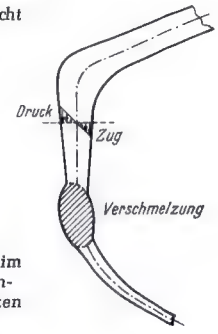

Bild 3. Kolbenecke im Schnitt; Glasvorspannungen im luftgefüllten Zustand
4. In der Zeile oberhalb von Bild 3 muß es heißen:
Wie auch bei den 90°-Kolben üblich, müssen die Nähte A, B und C einwandfrei verschmolzen sein; die Kolben werden sorgfältig auf Kratzer, Haarrisse und offene Luftbläschen untersucht, bevor sie in den Fabrikationsprozeß gelangen. Um die Stabilität zu vergrößern, ist die Wandstärke des Glases an der Bildschirmwanne besonders dick gemacht worden und außerdem werden während des Verarbeitungsprozesses in der Glashütte durch Anblasen des heißen, oberhalb des Transformationspunktes liegenden Glases darin gewünschte Vorspannungen erzeugt. An der Innenseite entsteht dabei ein dreiachsiger Zug- und an der Außenseite ein dreiachsiger Druckspannungszustand. In *Bild 3* sind diese Spannungen für eine Ebene dargestellt. Im evakuierten Zustand lastet der Außendruck auf dem Kolben. Die dadurch im Glas auftretenden Spannungen werden jedoch durch die Vorspannungen herabgesetzt. Da Glas besonders kerbempfindlich ist, sind nur etwa 10mal niedrigere Zug- als Druckspannungen erlaubt, und man darf die maximal zulässige Zugspannung von $\sigma = 100$ kg/cm² nicht überschreiten.